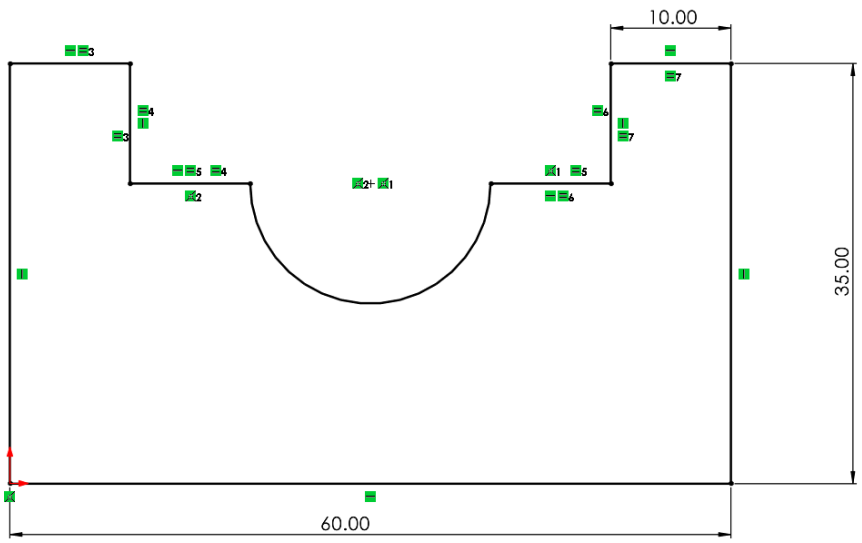

Figure 2-68 *The fully defined sketch*
4. Move the cursor to the drawing area and right-click to display the shortcut menu. Choose the **Clear Selections** option from the shortcut menu to remove the selected entities from the selection set. You will notice that in Figure 2-68 an equal relationship is applied between the line 3, line 4, line 5, line 7, line 8 and line 9.
5. Choose the **OK** button from the **Add Relations PropertyManager** to close the PropertyManager. Refer to Figure 2-68 to view the relations applied to the sketch. Click anywhere in the drawing area to clear the selected entities.
4. Place it at a suitable location; the **Modify** dialog box is displayed. Enter **60** in this dialog box and press Enter, refer to Figure 2-68.
6. Place it at a suitable location; the **Modify** dialog box is displayed. Enter **35** in this dialog box and press Enter, refer to Figure 2-68.
8. Place it at a suitable location; the **Modify** dialog box is displayed. Enter **10** in this dialog box and press Enter. The fully defined sketch is shown in Figure 2-68.